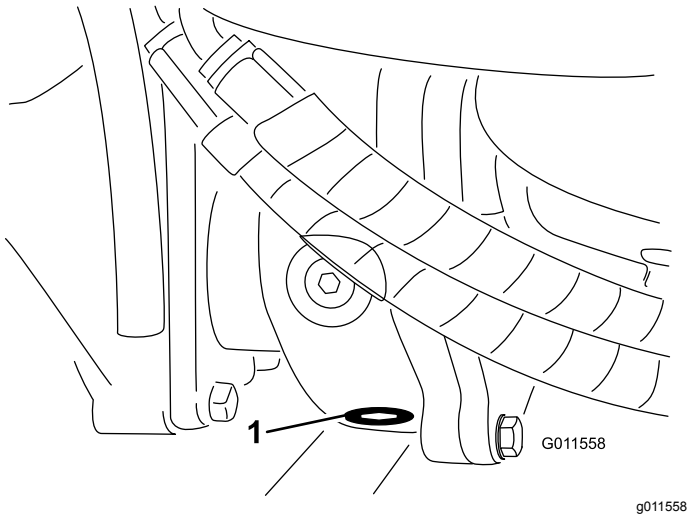

Figur 91
5. Rengjør området rundt tappepluggen på undersiden av girkassen (Figur 91).